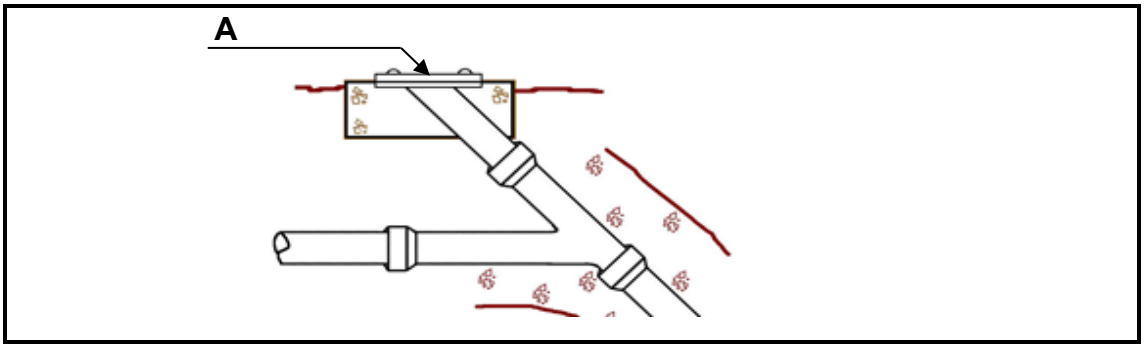

FIGURE 5.3
5.3 Answer the following questions with regard to the drainage system in FIGURE 5.3.